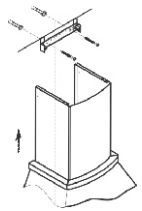

*рис. 7*
- сделайте отметку по верхнему краю фальштрубы и проведите горизонтальную линию рис. 7 (фальштрубу опустите внутрь вытяжки );
- приложите кронштейн к стене, как показано на рис. 7. Осевая линия кронштейна должна совпадать с осевой линией вытяжки, а верхний край с ранее проведенной горизонтальной линией